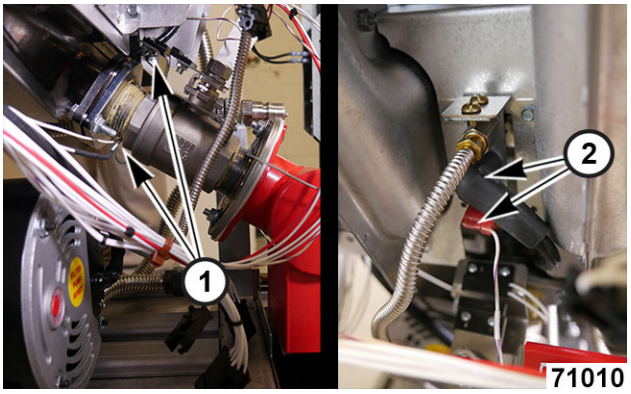

Fig. 111
A. Drain valve switch (D.V.I) (1, Fig. 111).
B. Pilot assembly (2, Fig. 111).